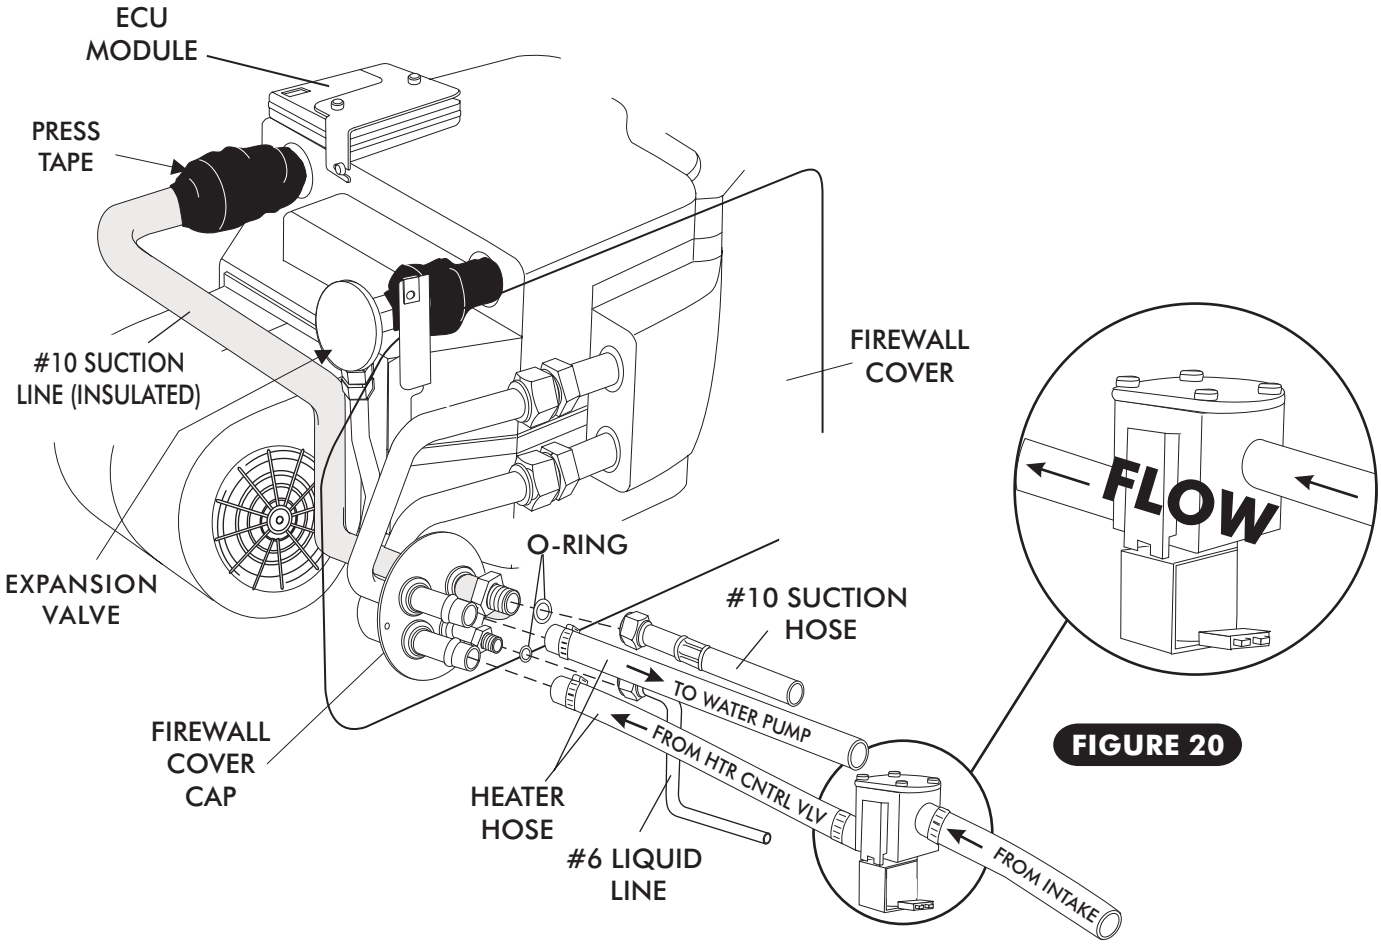

FIGURE 20
- ☐ ROUTE A PIECE OF HEATER HOSE FROM THE WATER PUMP TO THE HEATER LINE COMING THROUGH THE FIREWALL AS SHOWN IN FIGURES 20, PAGE 20. SECURE USING HOSE CLAMPS.
- ☐ ROUTE A PIECE OF HEATER HOSE FROM THE INTAKE TO THE HEATER LINE COMING THROUGH THE FIREWALL AS SHOWN IN FIGURES 20, PAGE 20. NOTE: INSTALL HEATER CONTROL VALVE IN-LINE WITH INTAKE MANIFOLD (PRESSURE SIDE) HEATER HOSE, SECURE USING HOSE CLAMPS AS SHOWN IN FIGURE 20 ON PAGE 20. ***NOTE PROPER FLOW DIRECTION***.